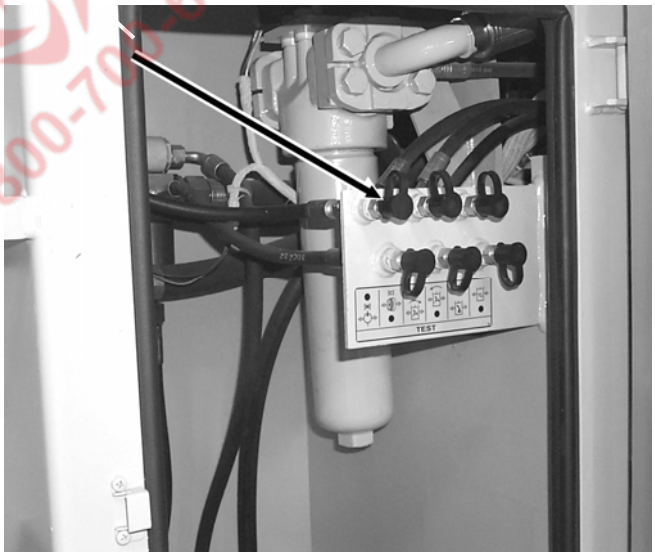

Рис. 5.68. Точка контроля давления масла в трансмиссии (в отсеке правого масляного бака)
a). подогреть масло в трансмиссии примерно до 50 [^{0}C]. Остановить двигатель и к точке (указанной на Рис. 5.68) подсоединить манометр с диапазоном измерений 0÷2.5 [МПа];